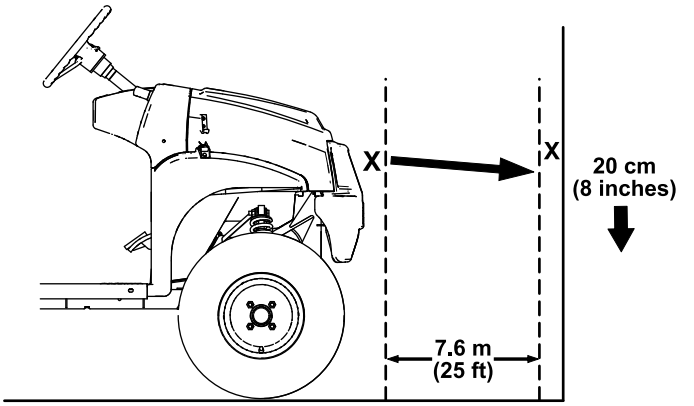

Figur 50
1. Parker maskinen på en plan overflade med forlygterne ca. 7,6 m fra en væg (Figur 50).
Den stærkeste del af forlygtens lysstråle skal være 20 cm under det mærke, der er sat på væggen (Figur 50).